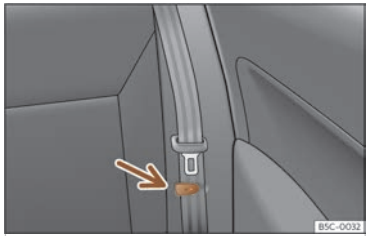

Fig. 97 Rear seat: clip to hold the seatbelt in place.
- Place the side seat belts in the trim clip ››› **Fig. 97**.